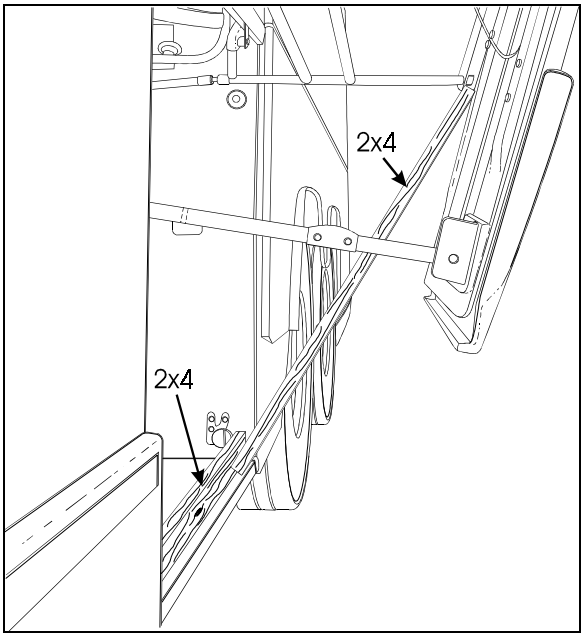

FIGURE 42: PANTOGRAPH ADJUSTMENT 18319
3. Install another piece of 2x4 between the first piece and the bottom of the pivot of the lowest (or shortest) pantograph arm, (Fig. 42).